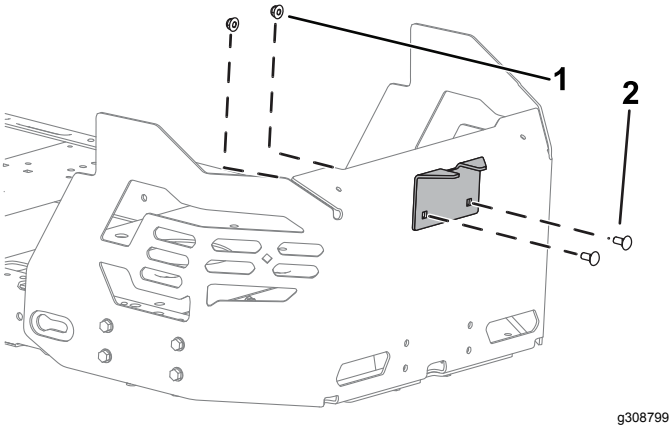

Bild 14
2. Befestigen Sie den Stabilisatorbügel mit zwei Schlossschrauben (5/16" x ¾") und zwei Sicherungsmuttern (5/16") an der Motorschutzvorrichtung, wie in Bild 14 abgebildet.